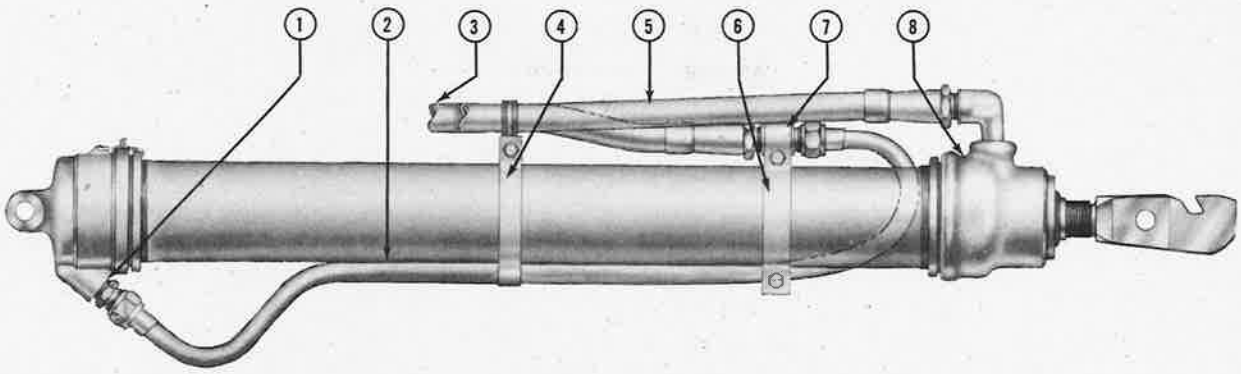

Figure 392—Landing-Gear Actuating Cylinder and Line Assembly
f. Move the landing gear mechanical safety latch control handle to the "LATCH RAISED" position as instructed in this section, paragraph 4.*b*.(3), and remove the landing gear actuating cylinder assembly (figure 392) from the airplane.